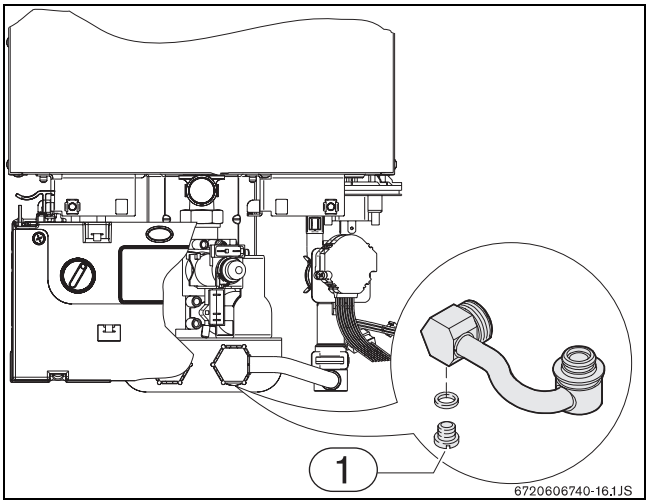

Рис. 10 Зливна пробка
- Відкрутити зливну пробку (Рис. 10), яка знаходиться на трубі подачі холодної води.
- Колонку не дозволяється встановлювати в незахищеному від морозу приміщенні. Якщо з'явилась загроза зниження температури у кімнаті нижче 0°C слід вимкнути колонку та злити воду (Рис. 10).